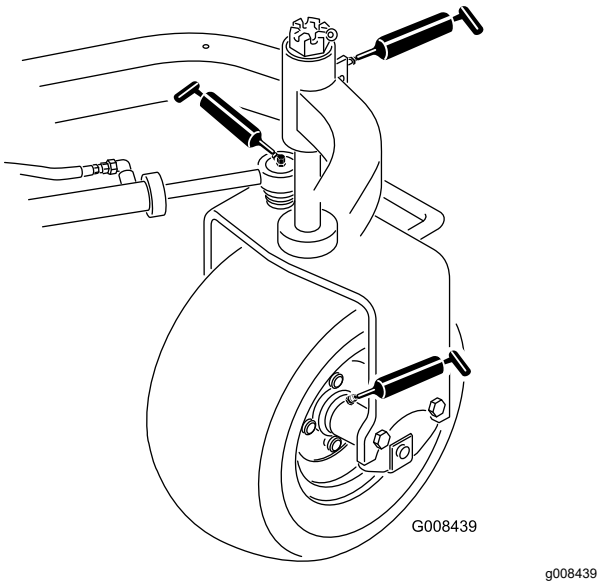

Figur 26
- Bageste hjulnav (1) (Figur 26)
- Styrehjulets leje (1) (Figur 26)
- Styretøjscylinderen (2) (Figur 26)